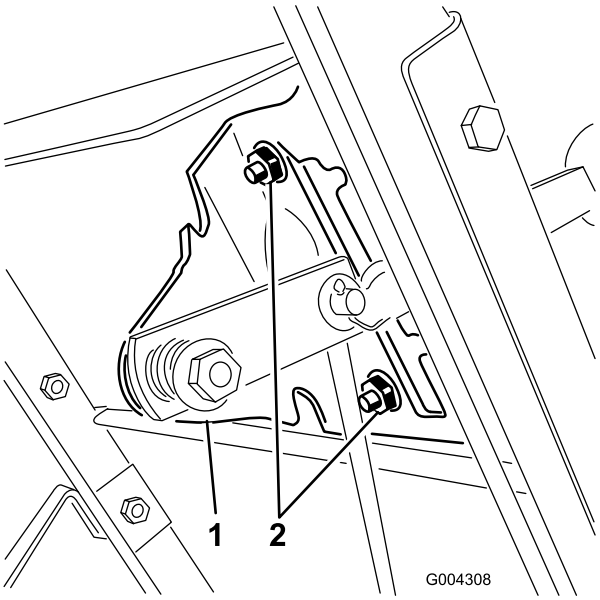

Figur 29
3. Lossa flänsmuttrarna som fäster väljarplåten vid kontrollpanelen (Figur 29).